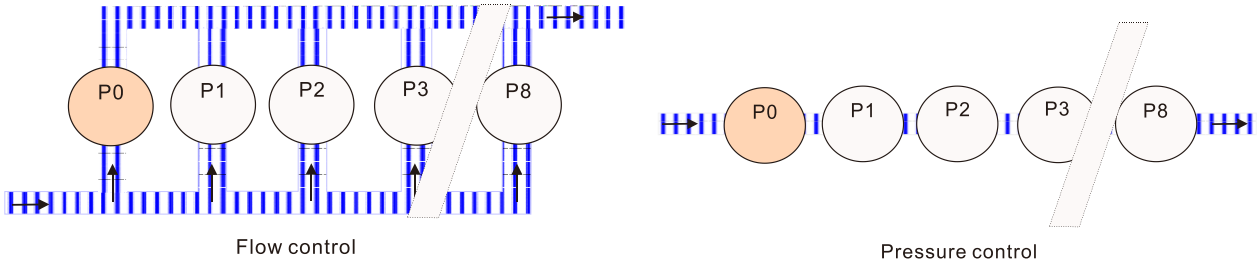

图 3 定量控制应用示意图
- 设定 3：多泵下可依流量需求进行泵循环系统。一台变频器最多可控制 8 组辅泵，以扩大受控流量或压力范围 (参考图 3 定量控制应用示意图)。且可配合流量或压力反馈信号进行 PID 运行。当流量控制时水泵采并联连接，于压力控制时水泵采串联连接。此外，此模式由变频器控制一个主泵，其余则由市电进行供给辅泵。